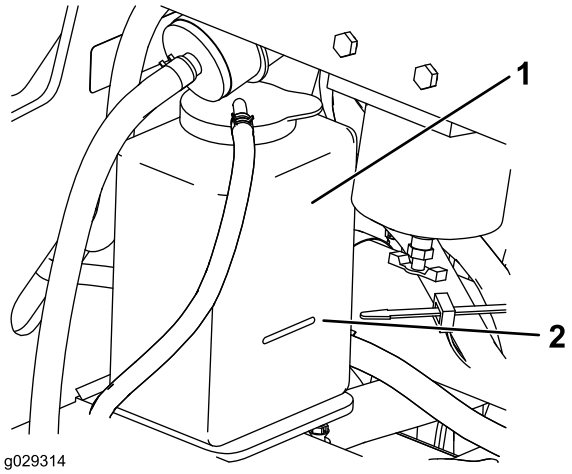

Rysunek 29
1. Sprawdź poziom płynu chłodzącego w zbiorniku rozprężnym (Rysunek 29).